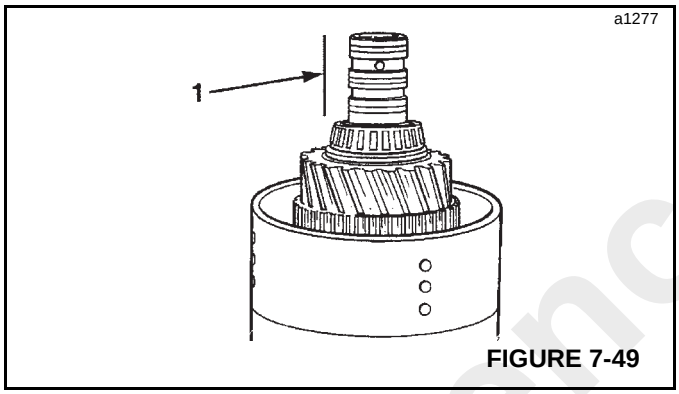

FIGURE 7-49
1. Carefully, remove piston ring seals (1, Figure 7-49).